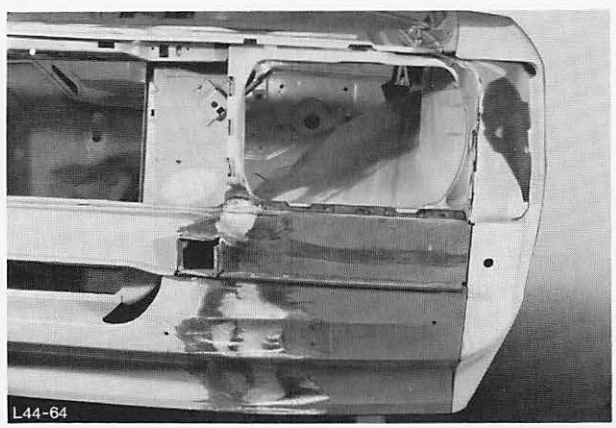

Abb. 59 Ansicht der bearbeiteten Verbindungsnaht
19. Schwemmstellen bearbeiten, Abb. 59.